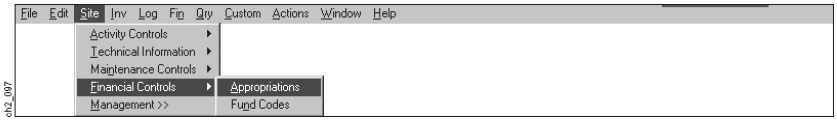

Figure 2-118
(3) Step 3. On the Financial Controls Submenu above (Figure 2-118), select the Appropriations Option.